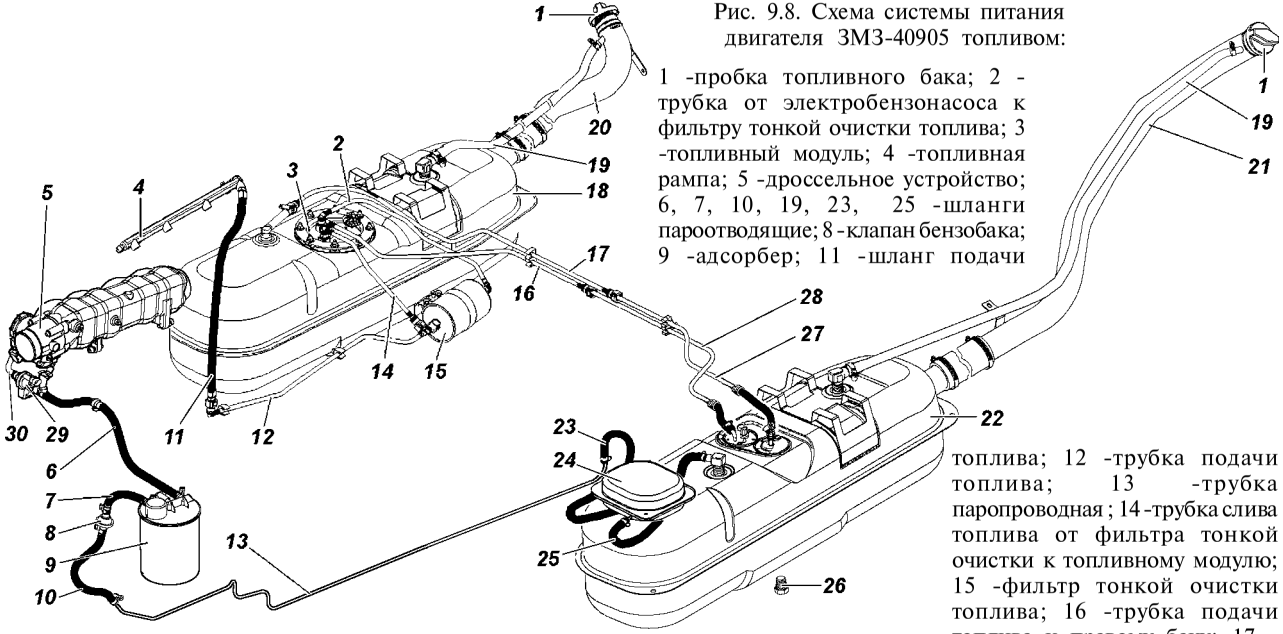

Рис. 9.8. Схема системы питания двигателя ЗМЗ-40905 топливом:
Топливные баки 18, 22 (рис. 9.8). Обслуживание топливных баков заключается в периодической промывке фильтра топливного модуля (правый бак), промывке фильтра приемной трубки указателя уровня топлива (левый бак) и промывке самих баков.
Периодически сливайте отстой, отвернув пробку 26 (рис. 9.8) снизу бака.
- слейте топливо, отвернув пробку 26 (рис. 9.8);
- откройте люк в полу кузова над топливным модулем 3 или отверните болты крепления сепаратора 24 (рис. 9.8) и выньте его, отсоедините от него шланги;
Топливный модуль 3 (рис. 9.8) погружного типа, включающий в себя электробензонасос, сетчатый фильтр, струйный насос, регулятор давления и датчик указателя уровня топлива. Установку топливных трубок производить до "щелчка" запорной пружины быстросъемного соединителя.